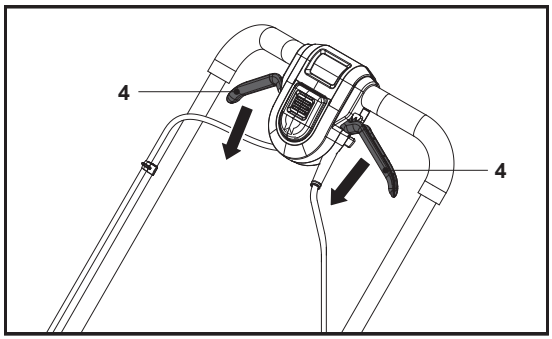

Fig. 15
Eliberează manetele de pornire (4) pentru a opri motorul și cuțitul (23) (fig. 15).